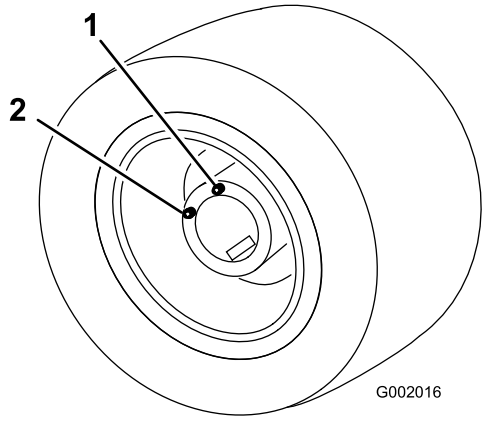

Figuur 48
5. Beweeg de machine langzaam totdat het wiel in de stand staat, waarin het met olie kan worden gevuld, zoals wordt getoond in Figuur 48